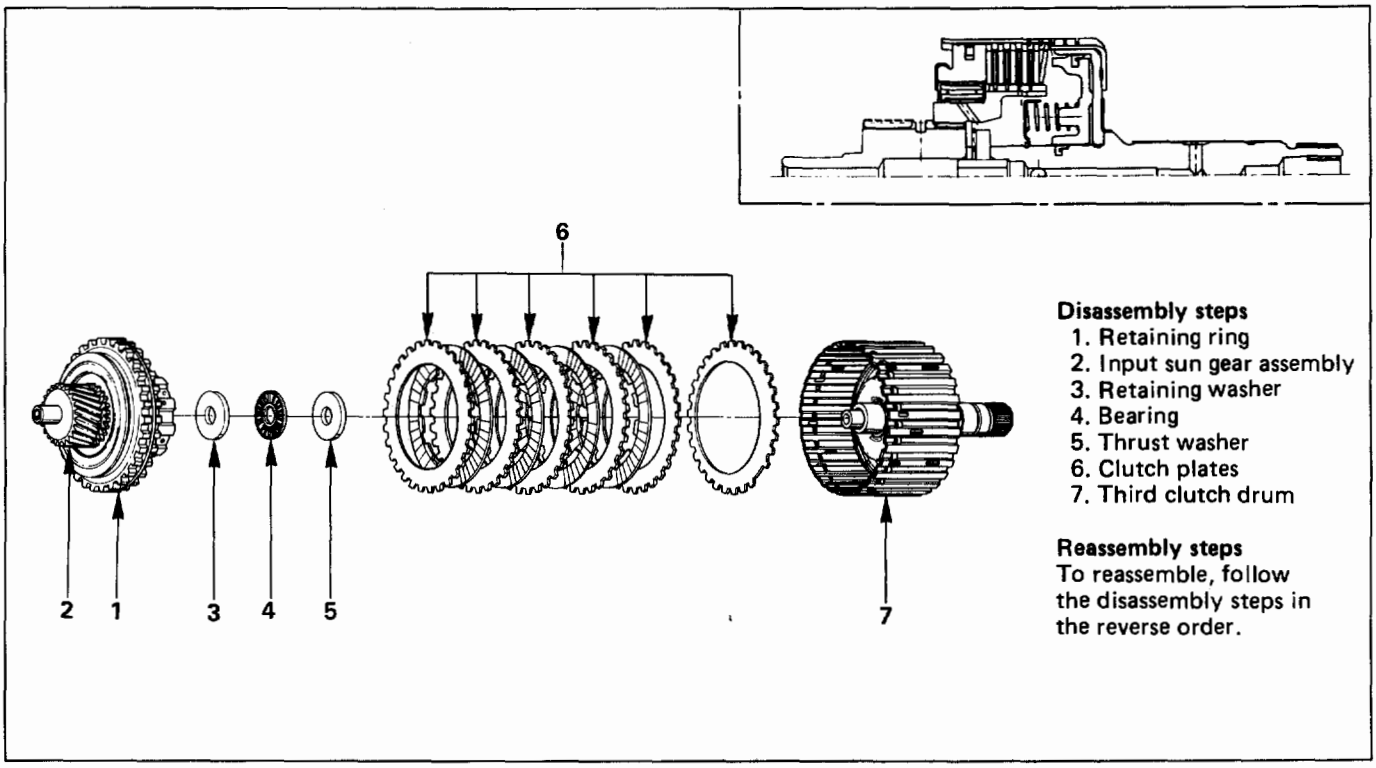

Fig. 7A-68
1. **Retaining ring (Fig. 7A-69)**